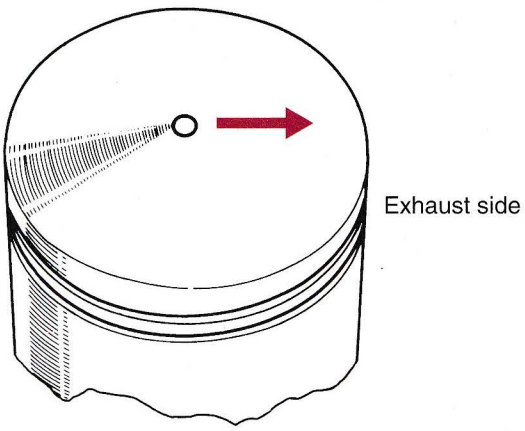

Figure 19-43. An arrow usually stamped into the piston crown indicates installation direction. (Suzuki Motor Corp.)
3. Face the piston in the proper direction, **Figure 19-43.**